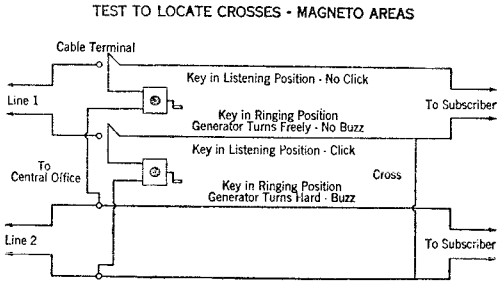

Fig. 15
5.08 To isolate a cross to a particular portion of a drop or block wire where it can usually be found by a visual inspection, make the following test at points where one or more drop or block wires are bridged to each of the lines affected. (See Figure 15.)